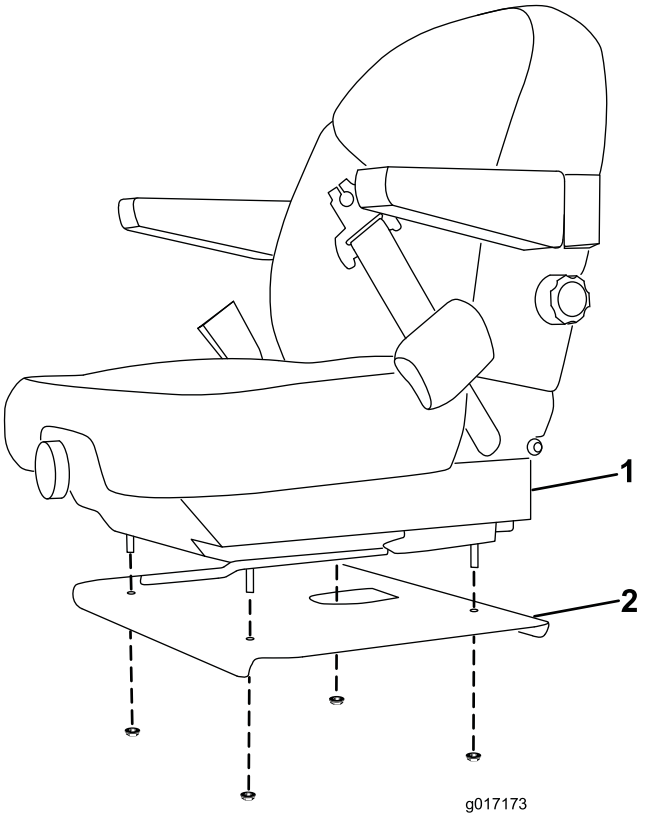

Figuur 3
7. Verwijder de bevestigingen waarmee de stoel aan de stoelbasis is bevestigd (Figuur 3). Verwijder de stoel.